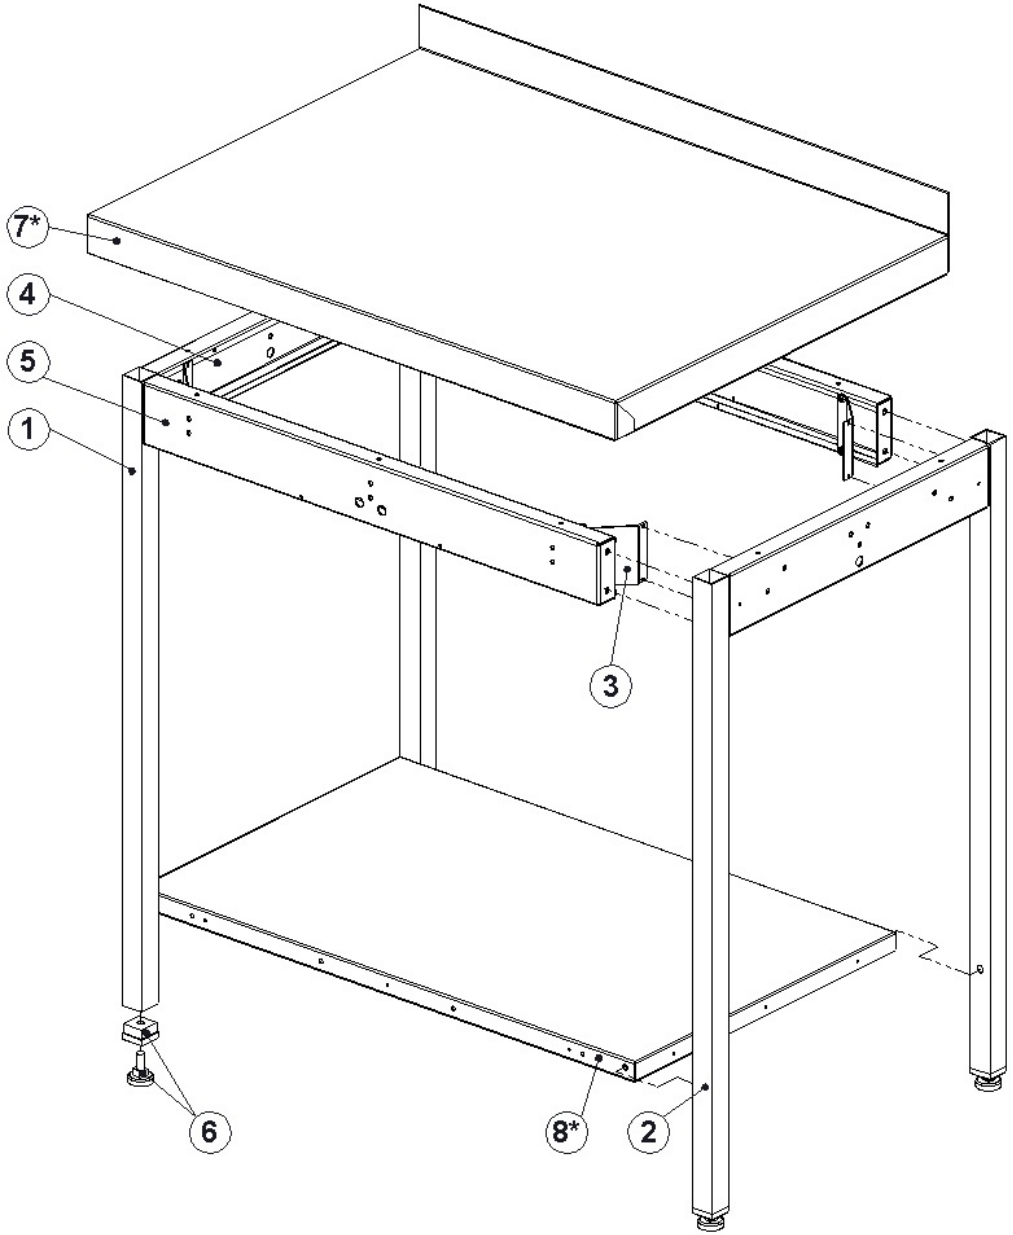

Рис. 4
2.7.2. Фартук передний (23) в верхней части прикрепить изнутри к балке (5) саморезами (27). Далее к фартуку прикрепляются прижимы (24) саморезами (27). Способ крепления показан на рис. 4, вид А;